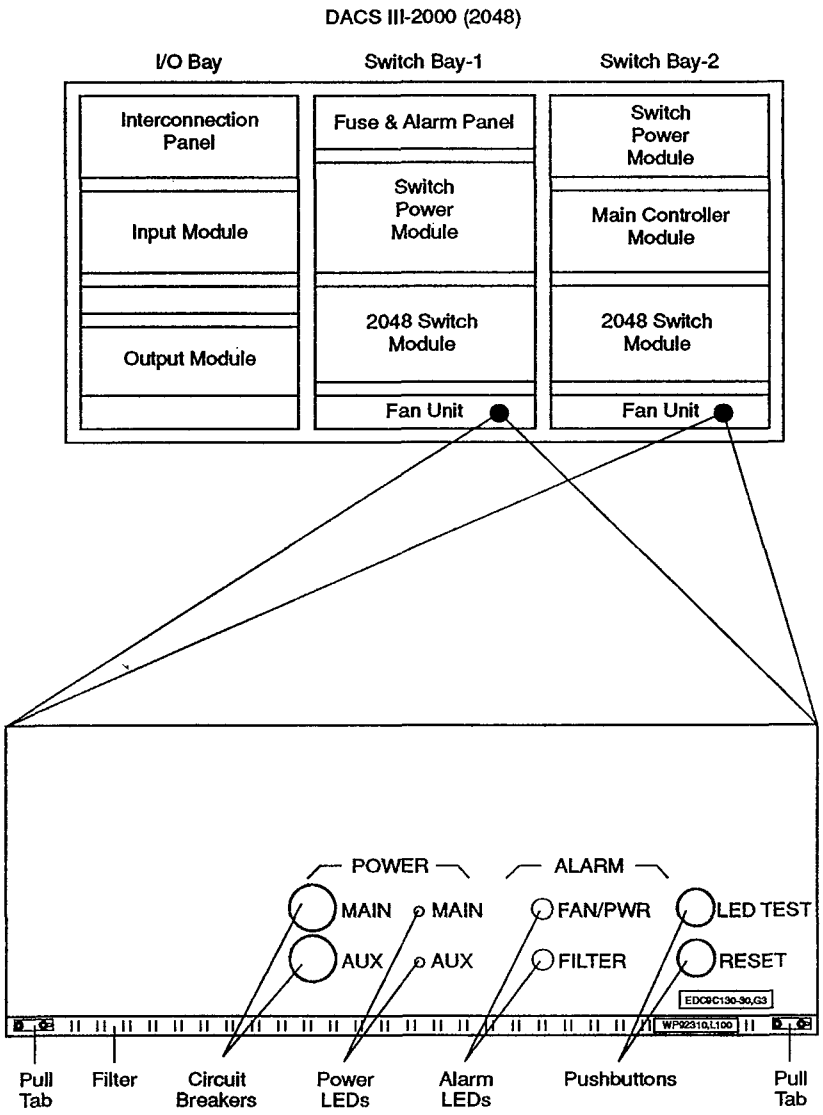

Figure 4-8. High Performance Fan Unit (ED9C130-30,G3)—DACS III-2000 (2048)
Figure 4-8 shows the high performance fan unit. Refer to this figure when performing Procedure 4-11.
2. Be sure that the air inlet below the fan unit is unobstructed; see Figure 4-8.